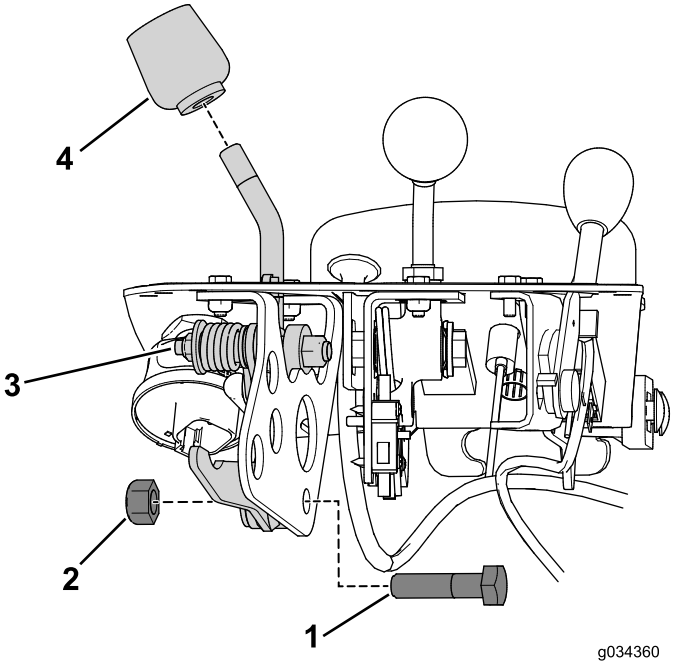

Рисунок 8
6. Снимите ручку с рычага управления навесными орудиями (Рисунок 8).
7. Снимите болт и гайку, которые крепят узел рычага управления навесными орудиями к кронштейну этого рычага (Рисунок 8).